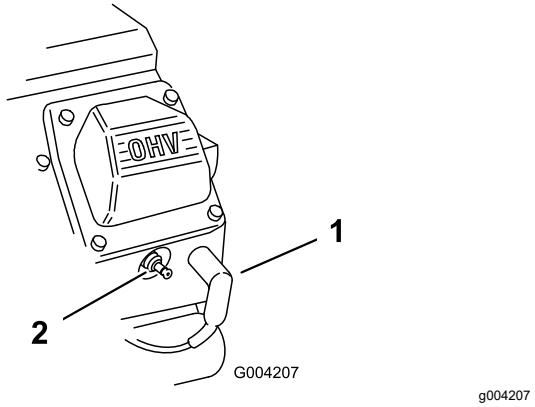

**Figure 47**
2. Pull the wires off the spark plugs (Figure 47).
3. Push the wires onto the spark plugs (Figure 47).